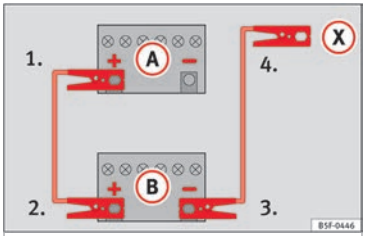

Afb. 75 Verbindingsschema voor wagens zonder start-stopsysteem.
2. Een uiteinde van de *rode* starthulpkabel op de pluspool (+) van de wagen met de ontladen accu klemmen (A) ››› **afb. 75**.
3. Het andere uiteinde van de *rode* starthulpkabel op de pluspool (+) van de stroomgevende wagen (B) klemmen.
4. *In wagens zonder start-stopsysteem:* een uiteinde van de *zwarte* startkabel op de minpool (–) van de stroomgevende wagen klemmen (B) ››› **afb. 75**.